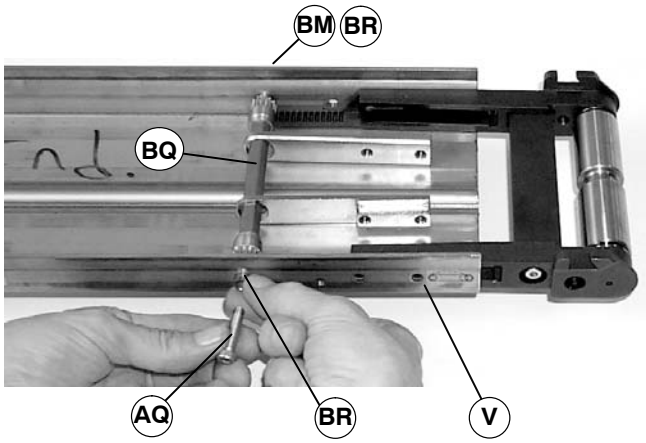

Figure 43
2. While holding hex pinion (BQ) with a 3/8" open–end wrench, loosen screw (AQ).
3. Remove screw (AQ of Figure 43) and sleeve (BR) from conveyor (V) and hex pinion (BQ).